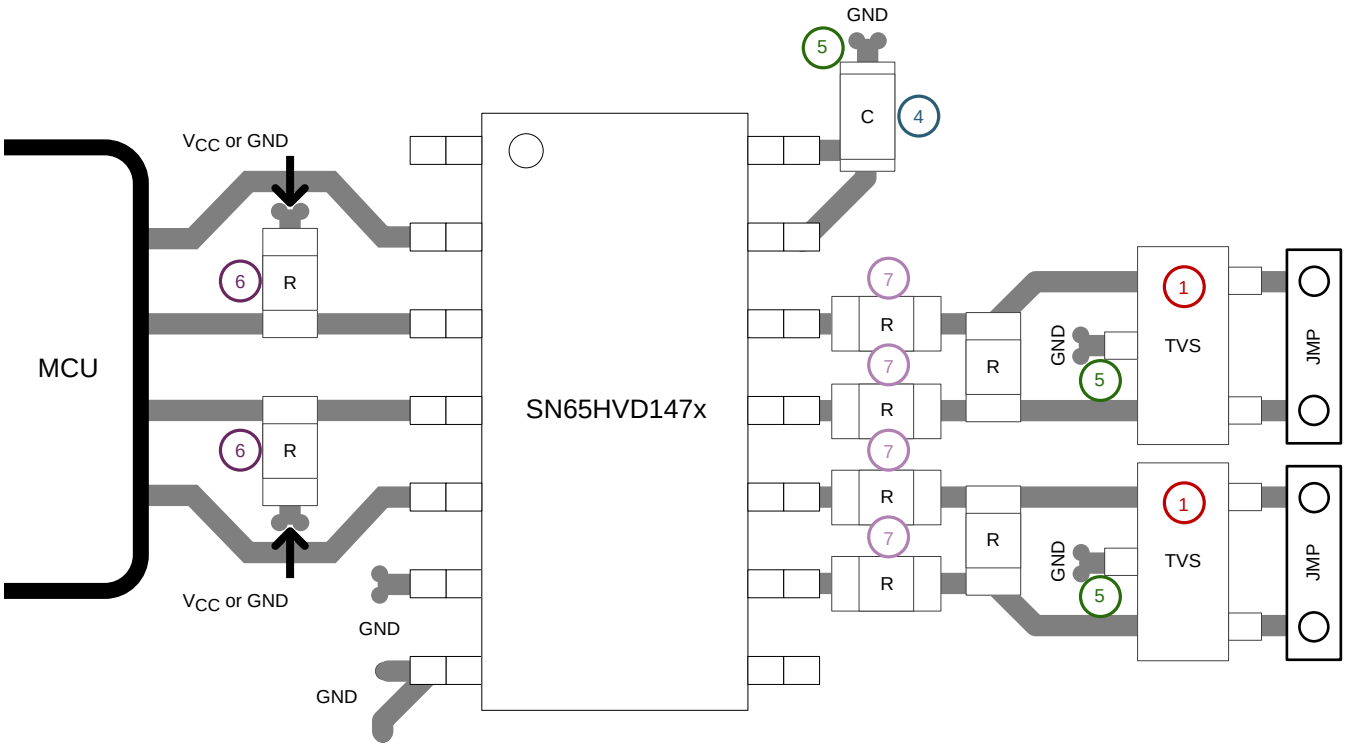

Figure 41. SN65HVD147x Layout Example
For successful PCB design, begin with the design of the protection circuit (see Figure 41).
4. Apply 100-nF to 220-nF bypass capacitors as close as possible to the V_{CC}-pins of transceiver, UART, controller ICs on the board (see Figure 41).
5. Use at least two vias for V_{CC} and ground connections of bypass capacitors and protection devices to minimize effective via-inductance (see Figure 41).
6. Use 1-kΩ to 10-kΩ pullup and pulldown resistors for enable lines to limit noise currents in theses lines during transient events (see Figure 41).
7. Insert pulse-proof resistors into the A and B bus lines if the TVS clamping voltage is higher than the specified maximum voltage of the transceiver bus pins. These resistors limit the residual clamping current into the transceiver and prevent it from latching up (see Figure 41).